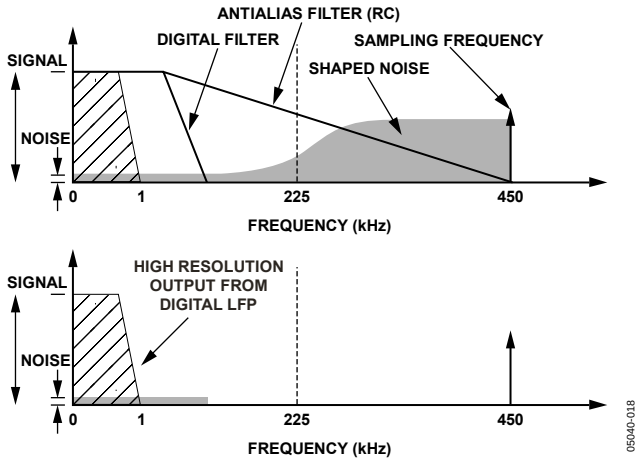
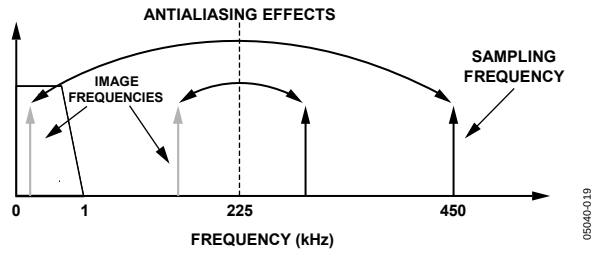

Figure 20. Noise Reduction due to Oversampling and Noise Shaping in the Analog Modulator
Figure 21. ADC and Signal Processing in Current Channel or Voltage Channel
The Σ-Δ converter uses two techniques to achieve high resolution from what is essentially a 1-bit conversion technique. The first is oversampling, which means that the signal is sampled at a rate (frequency) that is many times higher than the bandwidth of interest. For example, the sampling rate in the ADE7761A is CLKIN (450 kHz) and the band of interest is 40 Hz to 1 kHz. Oversampling has the effect of spreading the quantization noise (noise due to sampling) over a wider bandwidth. With the noise spread more thinly over a wider bandwidth, the quantization noise in the band of interest is lowered (see Figure 20).
However, oversampling alone is not an efficient enough method to improve the signal-to-noise ratio (SNR) in the band of interest. For example, an oversampling ratio of 4 is required just to increase the SNR by only 6 dB (1 bit). To keep the oversampling ratio at a reasonable level, it is possible to shape the quantization noise so that the majority of the noise lies at the higher frequencies. This is what happens in the Σ-Δ modulator; the noise is shaped by the integrator, which has a high-pass type response for the quantization noise. The result is that most of the noise is at the higher frequencies, where it can be removed by the digital low-pass filter. This noise shaping is also shown in Figure 20.
Figure 20 also shows an analog low-pass filter (RC) on input to the modulator. This filter is present to prevent aliasing. Aliasing is an artifact of all sampled systems, which means that frequency components in the input signal to the ADC that are higher than half the sampling rate of the ADC appear in the sampled signal frequency below half the sampling rate. Figure 21 illustrates the effect.
In Figure 21, frequency components (arrows shown in black) above half the sampling frequency (also known as the Nyquist frequency), that is, 225 kHz, are imaged or folded back down below 225 kHz (arrows shown in gray). This happens with all ADCs no matter what the architecture. In the example shown, only frequencies near the sampling frequency (450 kHz) move into the band of interest for metering (40 Hz to 1 kHz). This fact allows the use of a very simple low-pass filter to attenuate these frequencies (near 250 kHz) and thereby prevent distortion in the band of interest. A simple RC filter (single pole) with a corner frequency of 10 kHz produces an attenuation of approximately 33 dB at 450 kHz (see Figure 21). This is sufficient to eliminate the effects of aliasing.